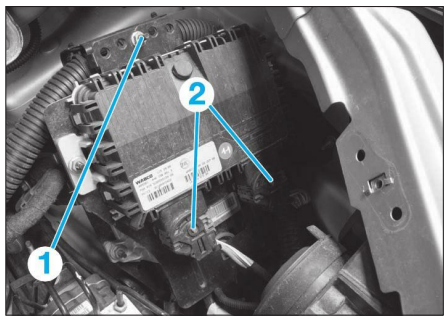

**Fig. 26**
• Déposer les deux écrous (1) **(Fig.26)**.
• Débrancher les deux connecteurs (2) du calculateur de suspension pneumatique.